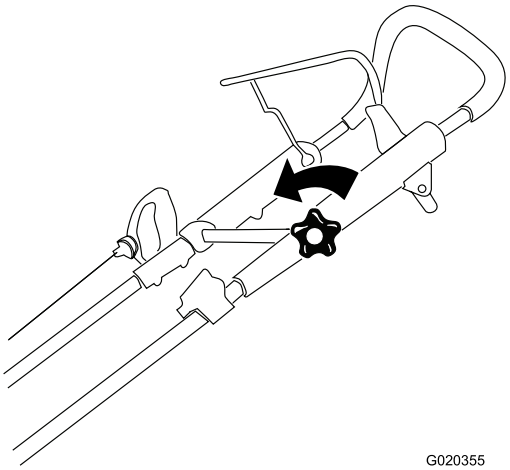

Figur 14
1. Lossa det övre handtagsvredet (Figur 14).